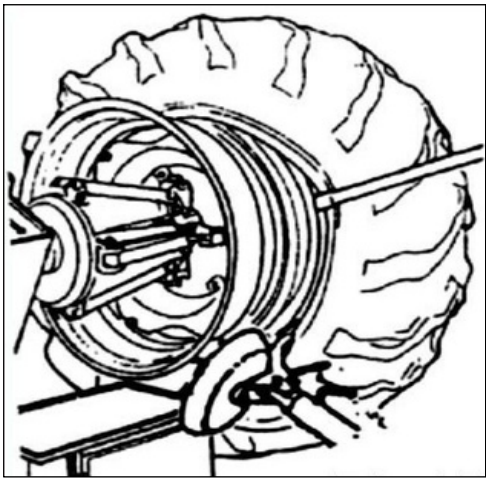

Fig. 18
8) Deslocar o suporte da ferramenta para a posição de não funcionamento e baixar o eixo. O pneu entrará em contacto com o plano de apoio (4). Desloque a plataforma de apoio da roda um pouco para fora para deixar espaço para retirar a câmara de ar.
13) No lado direito da ferramenta de ponta afiada, insira a haste entre a jante da roda e a jante do pneu. (Ver ***Fig.18***)